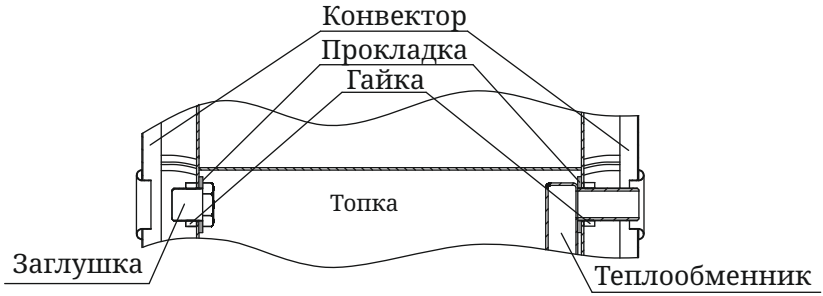

Рисунок 10. Демонтаж теплообменника
3. Снять теплообменник (рисунок 10), отвернув гайки 2 шт. и вынув его из отверстий, прокладки остаются на штуцерах;